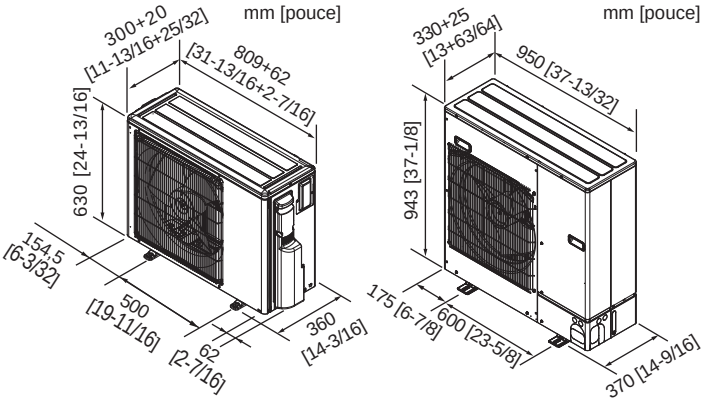

Fig. 2-2
2.3. Dimensions extérieures (appareil extérieur) (Fig. 2-2)